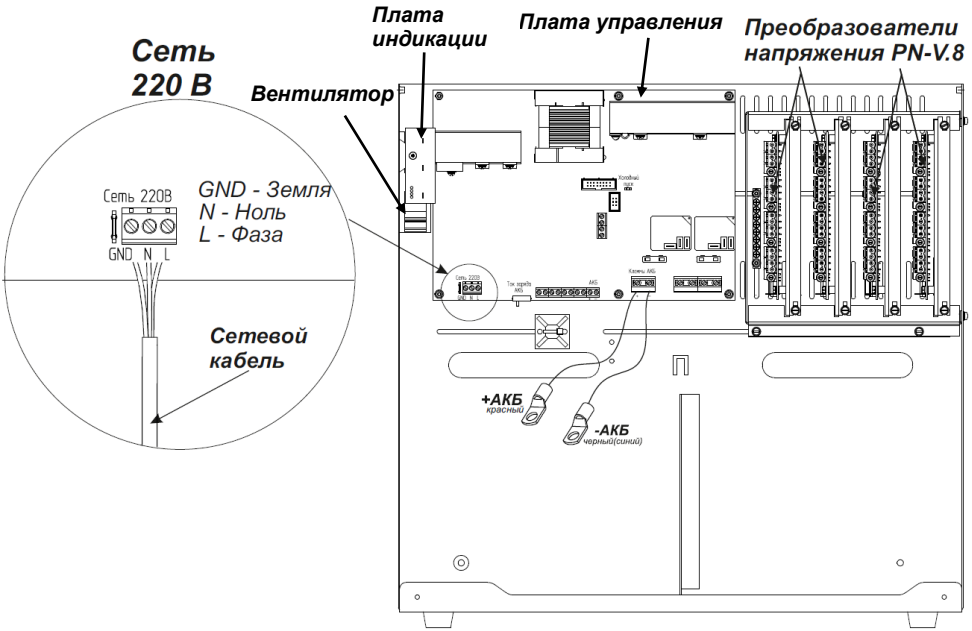

Рисунок 1 - Внешний вид изделия с открытой крышкой, подключение сетевых проводов и провода заземления
- подключите, соблюдая фазировку, сетевые провода к соответствующим клеммам колодки «СЕТЬ» (см. рисунок 1);